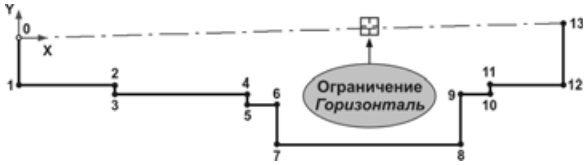

Рис. 5.235
- Из точки 0 начала координат эскиза постройте ломаную линию 0-13 (рис. 5.235). Точные значения длин отдельных отрезков задавать не нужно — постарайтесь лишь приблизительно выдержать их пропорции. Ломаная линия должна быть начерчена стилем **Основная**. Положение конечной точки 13 укажите "на глаз".